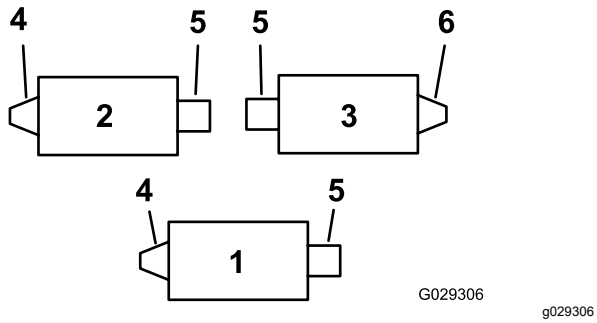
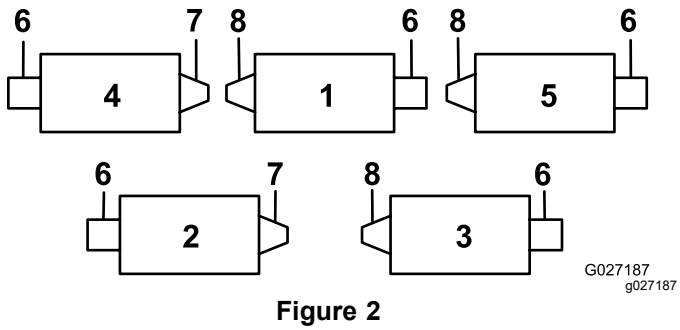
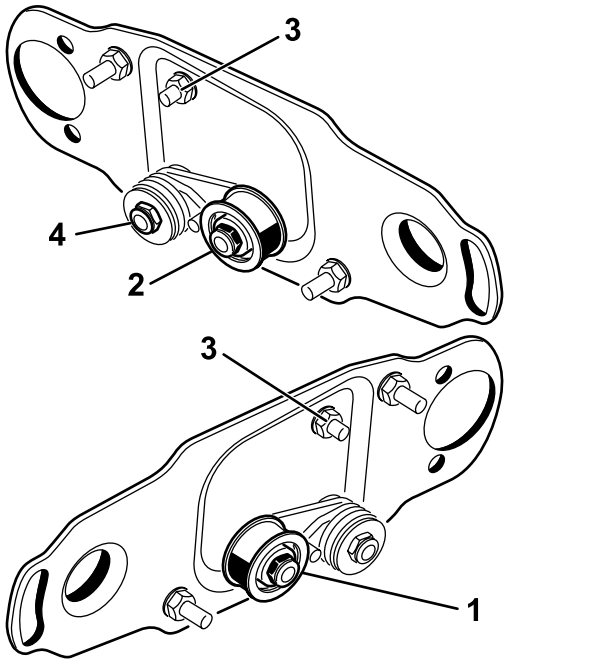

Figure 1
Figure 2
Figure 3
Use Figure 1 to determine the position of the roller brushes and reel motors for a Reelmaster 3100-D machine and Figure 2 for a Reelmaster 7000-D machine.
Note: Right-hand drives are on Reelmaster 3100 Cutting Unit 3 (Figure 1) and Reelmaster 7000 Cutting Units 2 and 4 (Figure 2).
For right-hand rear roller brush drives (Figure 1 and Figure 2), reverse the idler pulley assembly to mount on the **right end** of the cutting unit (Figure 3) as follows:
1. Remove the idler pulley assembly from the left end of the cutting unit and mount it to the lower hole in the brush plate on the right end of the cutting unit (Figure 3).
2. Remove the carriage bolt and nut and relocate them to the upper hole previously occupied by the idler pulley assembly (Figure 3).